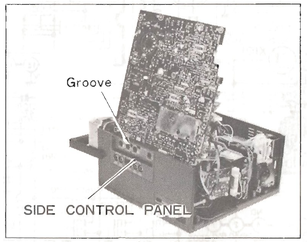

Fig. 2
3. Stand the unit in a groove of the side control panel as shown in Fig. 2.